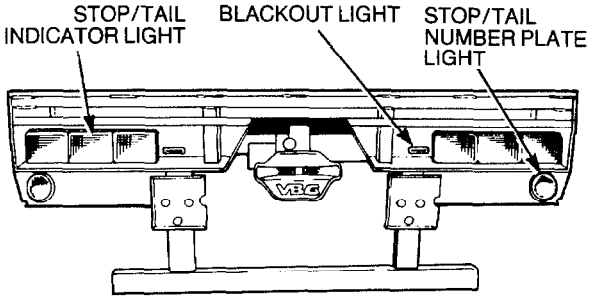

Figure 4 — Semi-trailer Lighting
14. The semi-trailer is fitted with standard 12V rear vehicle lighting and side clearance lights. Two combination blackout, stop and marker lights are fitted in close proximity to the rear lighting (see Fig. 4).